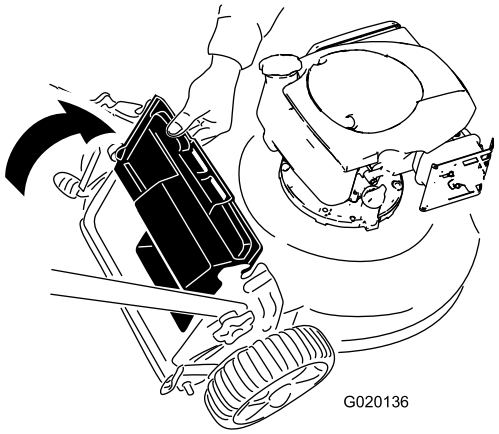

Figur 16
2. Løft opp den bakre avlederen og hold den oppe (Figur 16).